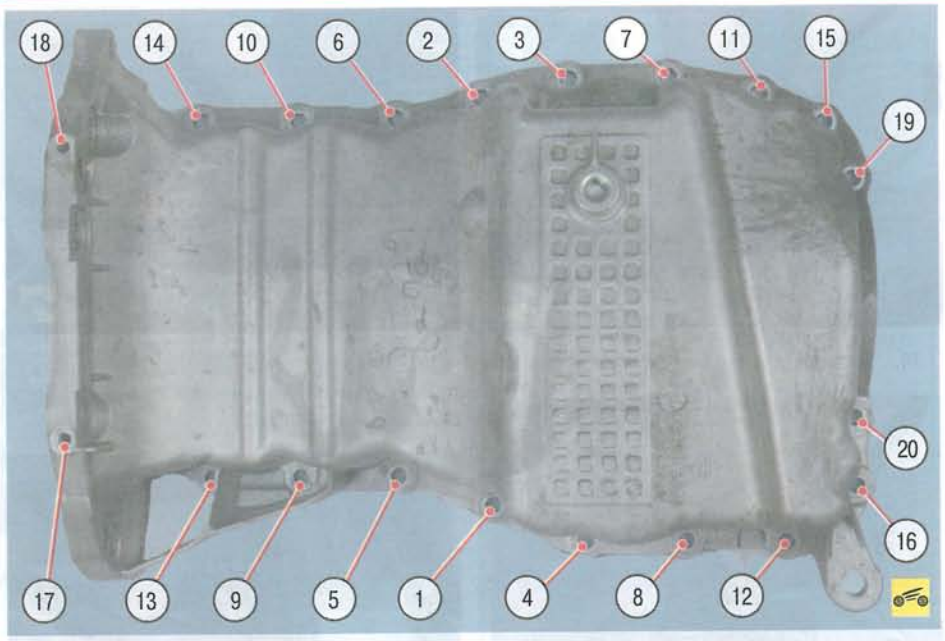

Рис. 5.4. Порядок затяжки болтов крепления масляного картера двигателя
22. Установите масляный картер, вверните двадцать болтов его крепления к блоку цилиндров, не затягивая окончательно. Заверните до упора четыре болта крепления масляного картера к картеру сцепления (см. операцию 8), не затягивая их окончательно. Затяните болты крепления масляного картера к блоку цилиндров в порядке, показанном на рис. 5.4, предварительно моментом 8 Н·м (0,8 кгс·м), а затем окончательно моментом 14 Н·м (1,4 кгс·м). Затем затяните четыре болта крепления масляного картера к картеру сцепления моментом 27 Н·м (2,7 кгс·м).